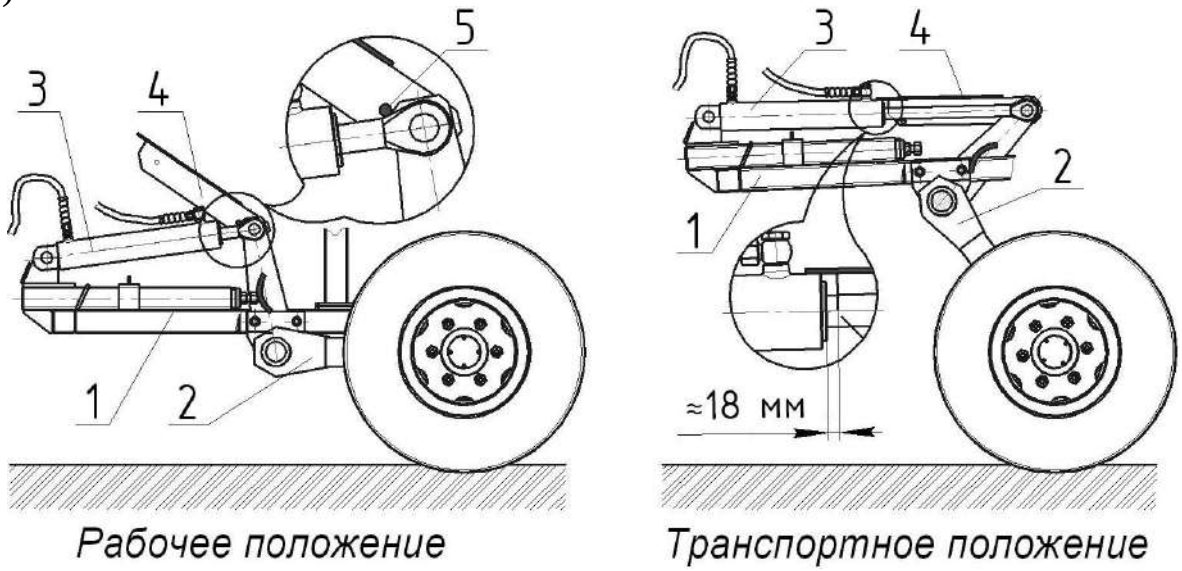

Рисунок 13 – Схема установки упора КПП.04.00.000
- расфиксировать положение катков шлейфа, изменив положение штыря 6 (рисунок 13).
- зафиксировать положение катков шлейфа крыльев, изменив положение штыря 6 (рисунок 13);